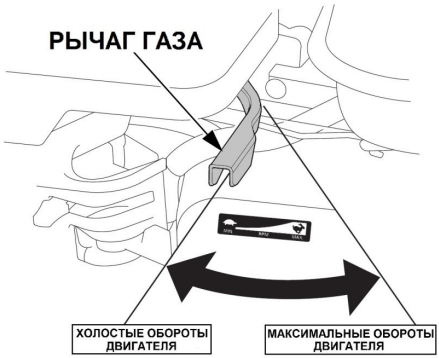

Рис. 23 Положения рычага газа
5. Переведите рычаг газа на 1/3 хода в сторону положения максимальных оборотов двигателя (Рис. 23).